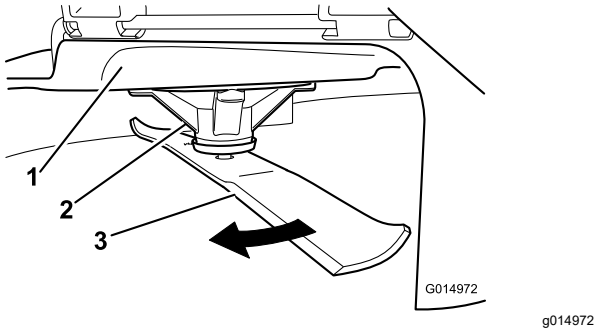

Figuur 59
2. Trek dikke handschoenen of andere adequate handbescherming aan en draai langzaam het mes in een stand die meting mogelijk maakt van de afstand tussen de maairand en het egale oppervlak waarop de machine staat (Figuur 59).